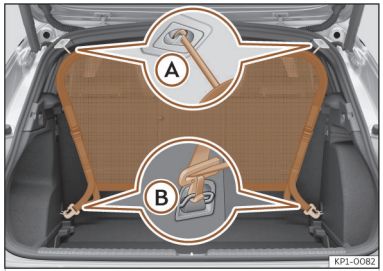

Abb. 188 Netztrennwand eingebaut.
- Netztrennwand in der linken Aufnahme am Dach ››› **(Abb. 188)** Ⓐ einhängen. Darauf achten, dass die Querstange über die obere Position hinaus nach unten gezogen wird.
- Netztrennwand in der rechten Aufnahme am Dach durch Zusammendrücken der Querstange ››› **(Abb. 188)** Ⓐ einhängen.
- Beide Haltehaken der Netztrennwand in die vorderen Verzurrösen im Gepäckraum ››› **(Abb. 188)** Ⓑ einhängen und die Gurte fest spannen.